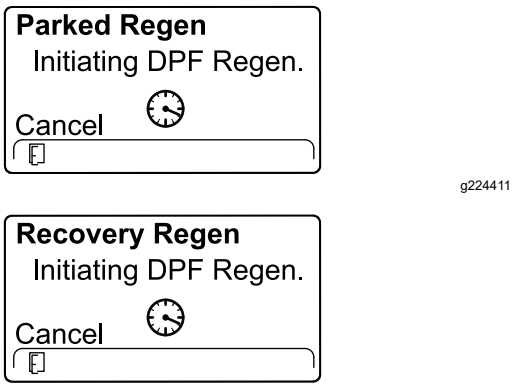

Figur 56
5. InfoCenter viser STARTER DPF-REGENERERING-meldingen (Figur 56).